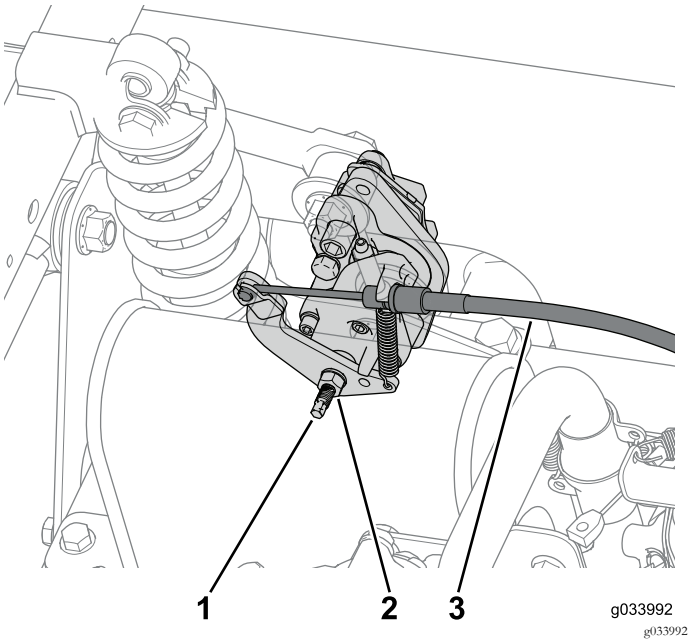

Figura 60
1. Afloje la contratuerca y gire el tornillo de ajuste 2 vueltas en sentido antihorario en las dos pinzas de freno traseras (Figura 60).
2. Desconecte el cable del freno de estacionamiento de cada pinza de freno (Figura 60).